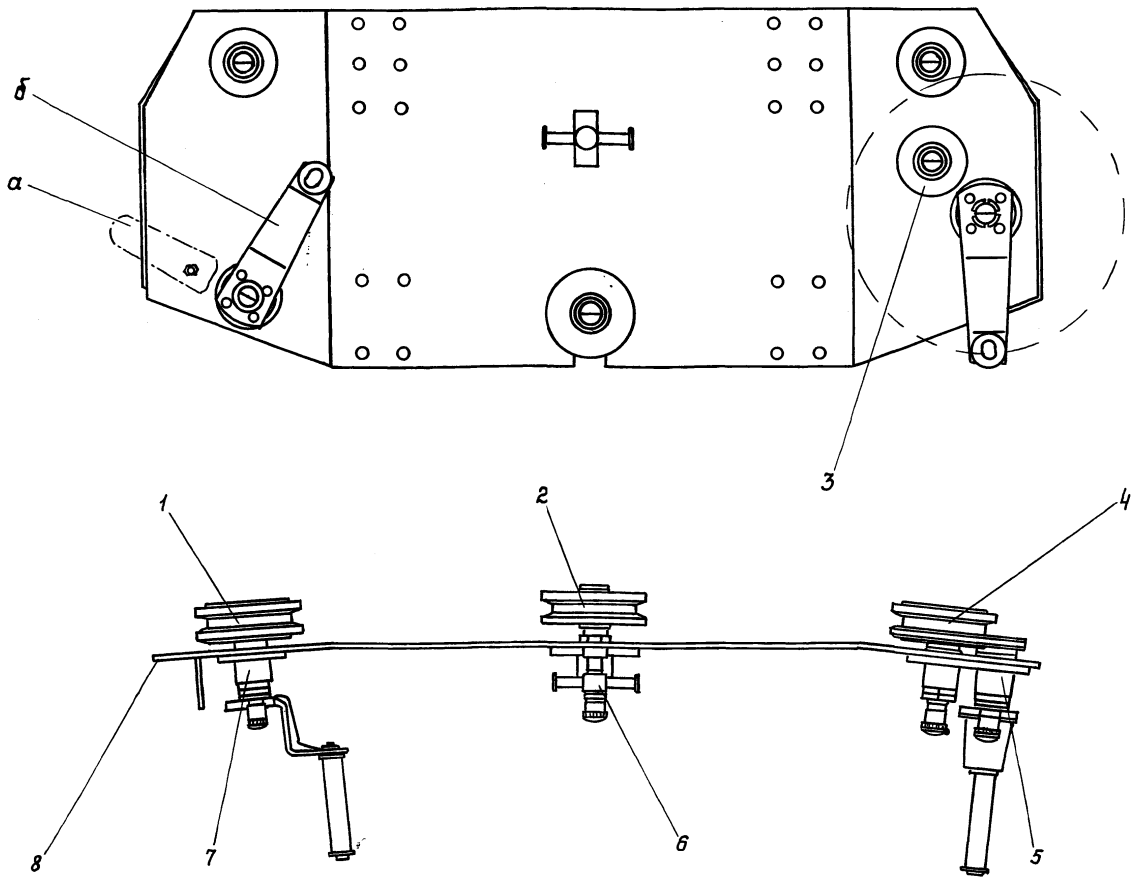

Рис. 12. Каретка 1132.11.000 СБ
1.4. Растормозить стремянку, повернув рукоятку ручного привода 7 (рис. 12) тормоза против часовой стрелки до упора.
— установить стремянку в положение хранения, вращая рукоятку ручного привода 5 (рис. 12) передвижения в направлении движения до упора;